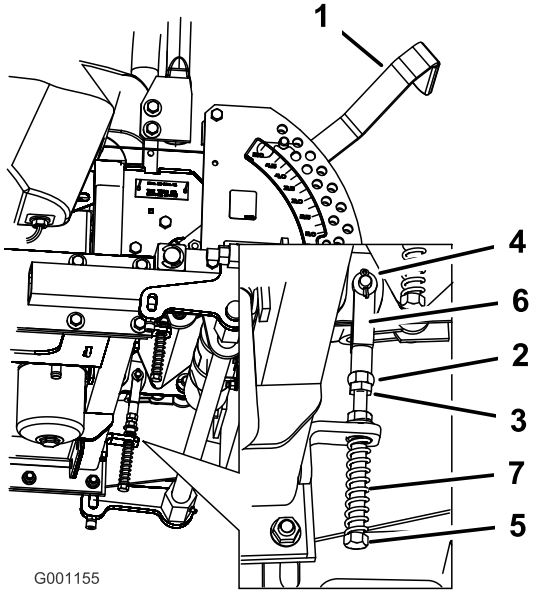

Figur 70
8. Hvis justering er nødvendig, skal møtrikken og kontramøtrikken løsnes mod gaflen (Figur 70).
9. Foretag et let, bagudgående tryk mod bevægelseshåndtaget, og drej hovedet på justeringsbolten i den rigtige retning, indtil håndtaget sidder i midten i neutral låseposition (Figur 70).
10. Spænd møtrikken og kontramøtrikken (Figur 70).